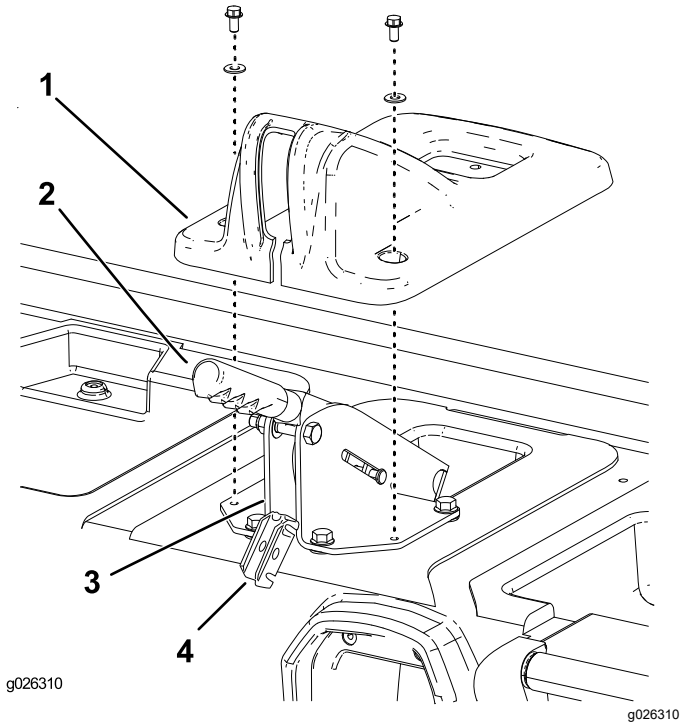

Figura 4
2. Retire los 2 pernos y las arandelas que sujetan la cubierta del freno de estacionamiento a la base del asiento (Figura 4).
3. Levante la cubierta del freno de estacionamiento y retírela de la base del asiento (Figura 4).
4. Retire el pasador de horquilla que sujeta el soporte del ecualizador del cable de freno a la parte trasera del soporte de la palanca del freno (Figura 4).
5. Retire el soporte del ecualizador del soporte de sujeción y desenganche los cables de freno (Figura 4).
6. Retire los clips de retención que sujetan los cables de freno a la parte trasera del soporte de sujeción de la palanca del freno (Figura 4).